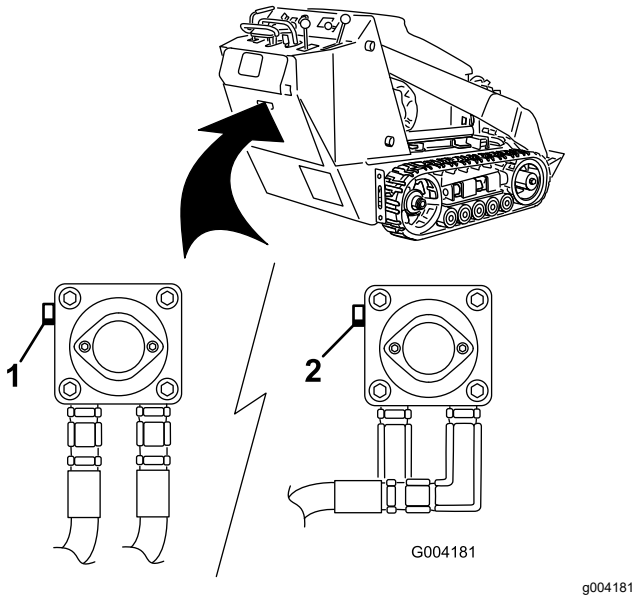

Rysunek 18
3. Przy użyciu klucza przekręć dwukrotnie zawory holownicze na pompach hydraulicznych w kierunku przeciwnym do ruchu wskazówek zegara (Rysunek 18).